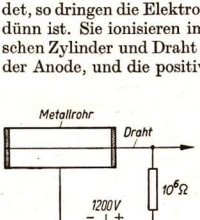

Abb. 211/1. Geiger-Müller-Zählrohr
2. Das Geiger-Müller-Zählrohr. In der Achse eines Metallrohres ist isoliert ein Draht gespannt (Abb. 211/1). Das Rohr wird luftdicht verschlossen, ausgepumpt und mit einem Gas, beispielsweise mit Argon, gefüllt. Über einen hohen Widerstand von etwa $10^6\ \Omega$ wird eine Hochspannung zwischen Zylinder und Draht gelegt, wobei der positive Pol am Draht liegt. Zylinder und Draht bilden einen Kondensator, den man wegen seiner Form Zylinderkondensator nennt. Da das Gas im Zählrohr ein Isolator ist, fließt zunächst über den Widerstand kein Strom. Bringt man aber in die Nähe des Zählrohres ein radioaktives Element, das beispielsweise β-Teilchen aussendet, so dringen die Elektronen in das Zählrohr ein, wenn die Zählrohrwand genügend dünn ist. Sie ionisieren im Zählrohr Moleküle des Gases. Im elektrischen Feld zwischen Zylinder und Draht bewegen sich die Elektronen zum positiv geladenen Draht, der Anode, und die positiven Ionen zur negativ geladenen Zylinderwand, zur Katode.